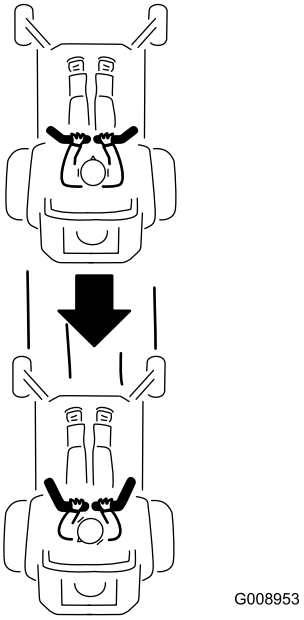

Figur 25
2. Backa genom att försiktigt dra rörelsereglagespakarna bakåt (Figur 25).